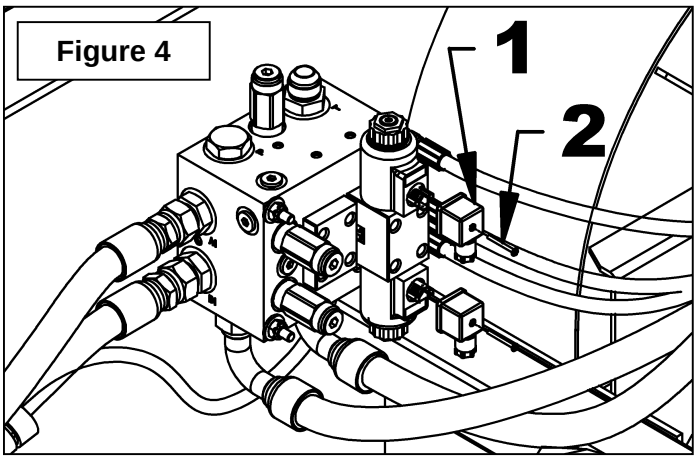

Figure 4
7. **Figure 4:** Remove the DIN connectors (item 1) by removing the two screws (item 2).
9. **Figure 4:** Reinstall the DIN connectors (items 3-4) on the valve making sure the white wire is in the upper connector and the blue wire is in the lower one and that the wires point down.